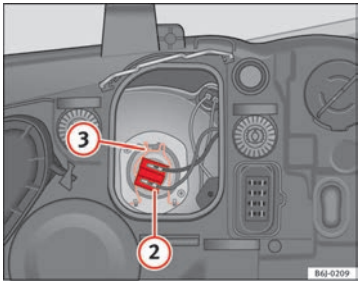

Fig. 143 Dipped beam headlights
– Remove the connector ⇒ fig. 143 (2) from the bulb.
– Unclip the retainer spring ⇒ fig. 143 (3) pressing inwards to the right.